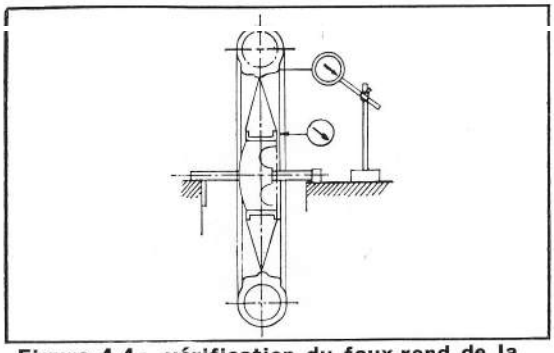

**Figure 4-4 : vérification du faux-rond de la jante**
1. Mesurer le faux-rond de la jante. (figure 4-4)